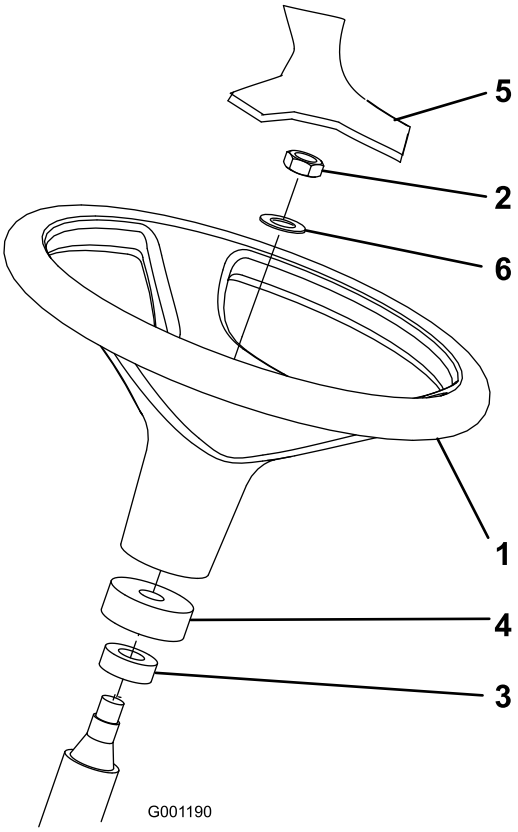

Figur 3
2. Fjern kontramøtrikken og skiven fra rataksl en. Kontroller, at skumkraven og støvringen forbliver på rataksl en (Figur 3).
3. Skub rattet og skiven på rataksl en (Figur 3).
5. Monter dækslet på rattet (Figur 3).